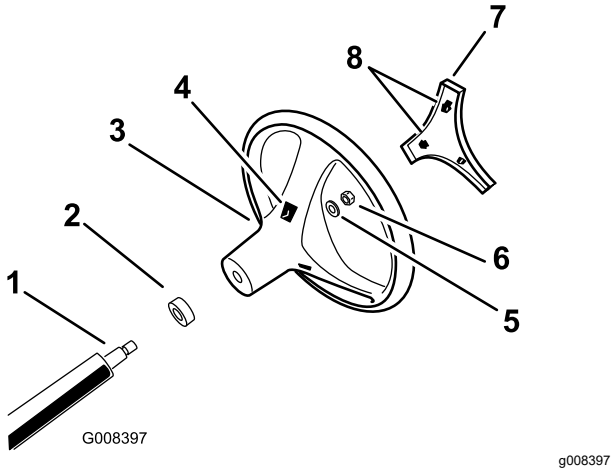

Figur 3
4. Fastgør rattet til akslen med låsemøtrikken, og tilspænd den med et moment på 24 til 29 Nm som vist i Figur 3.
5. Ret tapperne i dækslet ind efter hullerne i rattet, og tryk dækslet fast på rattets nav (Figur 3).